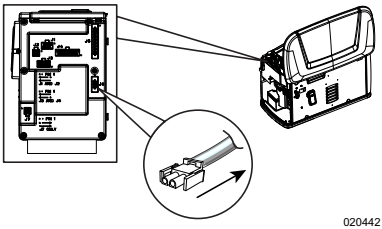

Figure 4-7. Disconnecting Battery Charger Cable
10. See ***Figure 4-7***. Disconnect J6 (2 wire connector) at the controller to disconnect battery charger AC input T1/Neutral cable.
6. See ***Figure 4-7***. Disconnect J6 (2 wire connector) at the controller to disconnect battery charger AC input T1/Neutral cable.